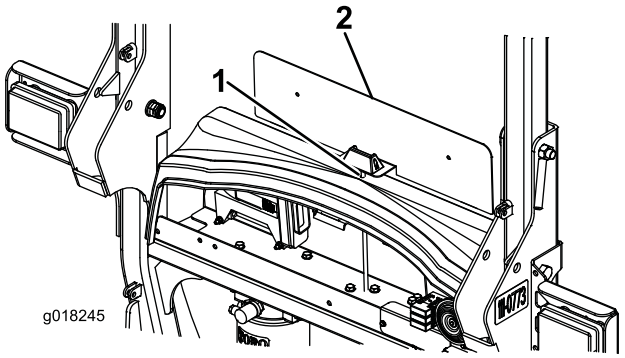

Figur 8
1. Midt på skilleveggdekselet av plast, ca. 40 mm fra fronten, borer du et hull som er 8 mm i diameter (Figur 8).